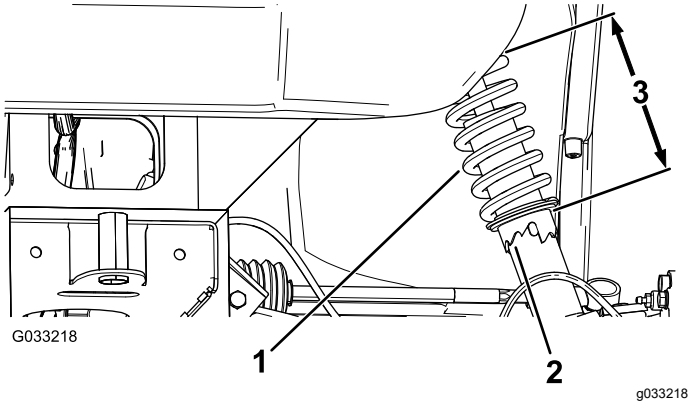

Figur 46
2. Justera hjulet till rätt riktning genom att rotera kragen på stötdämparen med rörtången om hjullutningen är felinställd (Figur 46).